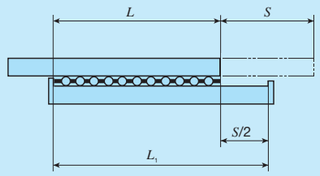

Fig. 3
Note (1) For hardness factor, refer to Fig. 3 in page Ⅲ-5.
Movement in a linear direction as in Fig. 3 will move the Flat Roller Cage in the same direction by one half of the movement amount. Therefore, way length, stroke length and retainer length are correlated as follows: